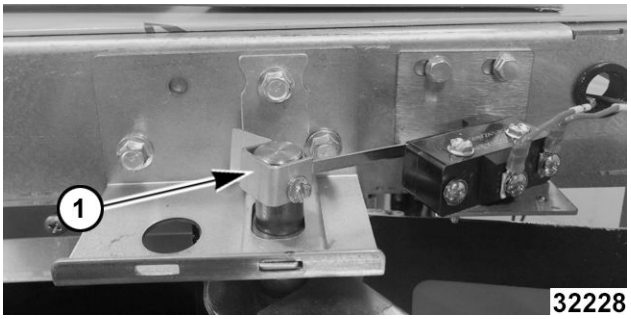

Fig. 45
2. If servicing right side door, remove door switch lever (1, Fig. 45).